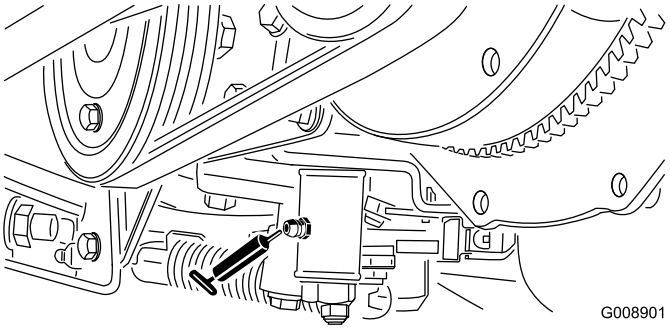

Figur 38
- Neutraljusteringsmekanismen (Figur 38)